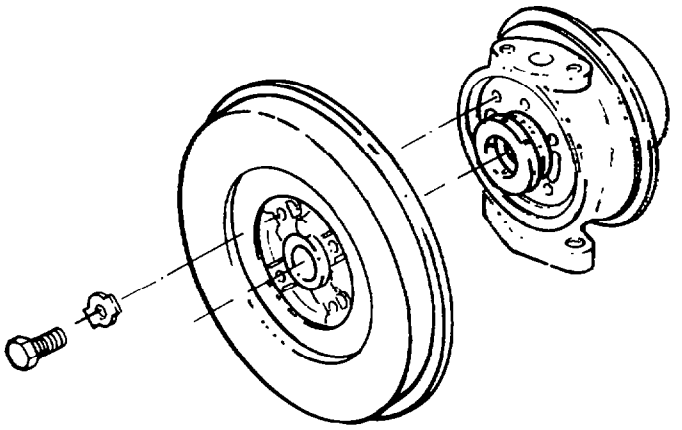

Fig. 139 — Removing Backplate
g. Remove the bolts securing the backplate (item 7) to the centre housing (see fig. 139); tap the backplate with a nylon mallet to separate if from the centre housing.